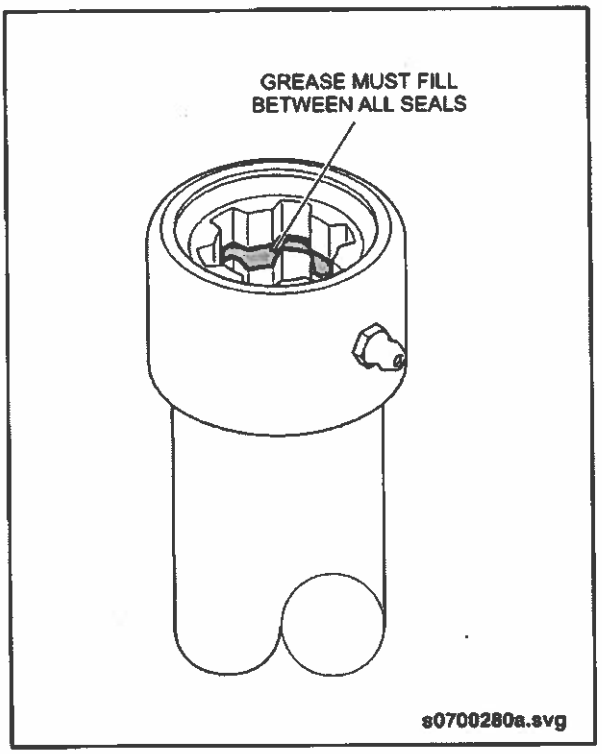

Fig. PM-10: Steering Driveshaft Seal Inspection
4. Completely remove yoke shaft and check the seal of the dust cap. Grease must completely fill between both lips of the seal. See "Fig. PM-10: Steering Driveshaft Seal Inspection" on page 22.